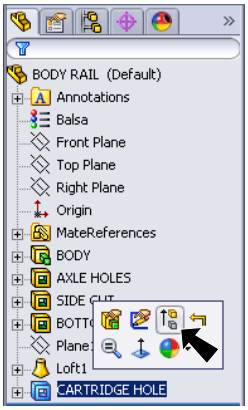

Fig. 67
Step 2. Click the suppressed **CARTRIDGE HOLE** and click **Unsuppress** in the menu, **Fig. 67**.